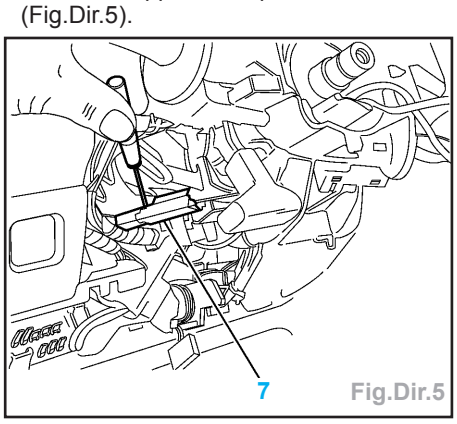

Fig.Dir.5
- À l'aide d'une lame de tournevis, dégrafer l'ensemble du connecteur orange (7) de son support en poussant dessus (Fig.Dir.5).